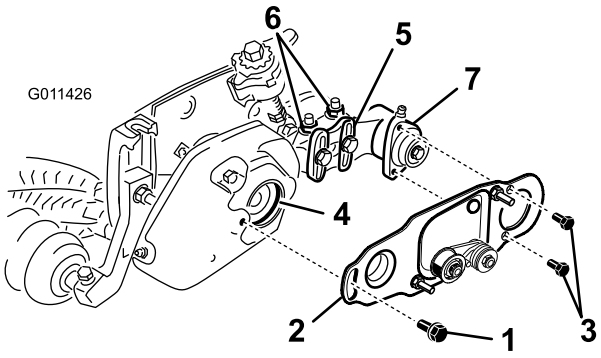

Figur 30
37. Løsne boltene som fester valsebørstelagerhuset til valsebørstemonteringsbraketten (Figur 30).
38. Monter valsebørstehengselplaten (Figur 30). Når fremspringet på hengselplaten settes inn i gummitetningen på trimsatsdekselet, pass på at gummitetningen sitter skikkelig festet i dekselet.
39. Påfør 242 Loctite (blå) på (to) 5/16 x 5/8 tomme hodeskruer og bruk dem til å montere børsteplaten til valsebørstelagerhuset (Figur 30). Trekk til hodeskruene med et moment på 20–26 N·m.
- Løsne de to låsemutterne med flens som fester valsebørstemonteringsbraketten til klippeenhetens sideplate (Figur 30).
- Roter valsebørstelagerhuset helt til børsteplaten er parallell med klippeenhetens sideplate (Figur 30).
- Fest de to låsemutterne med flens som fester valsebørstemonteringsbraketten til klippeenhetens sideplate (Figur 30).
41. Påfør 242 Loctite (blå) til skulderbolten (Figur 30). Monter børsteplaten til trimsatsdekselet med skulderbolten. (fig. 29). Stram bolten til 20 til 26 N·m.